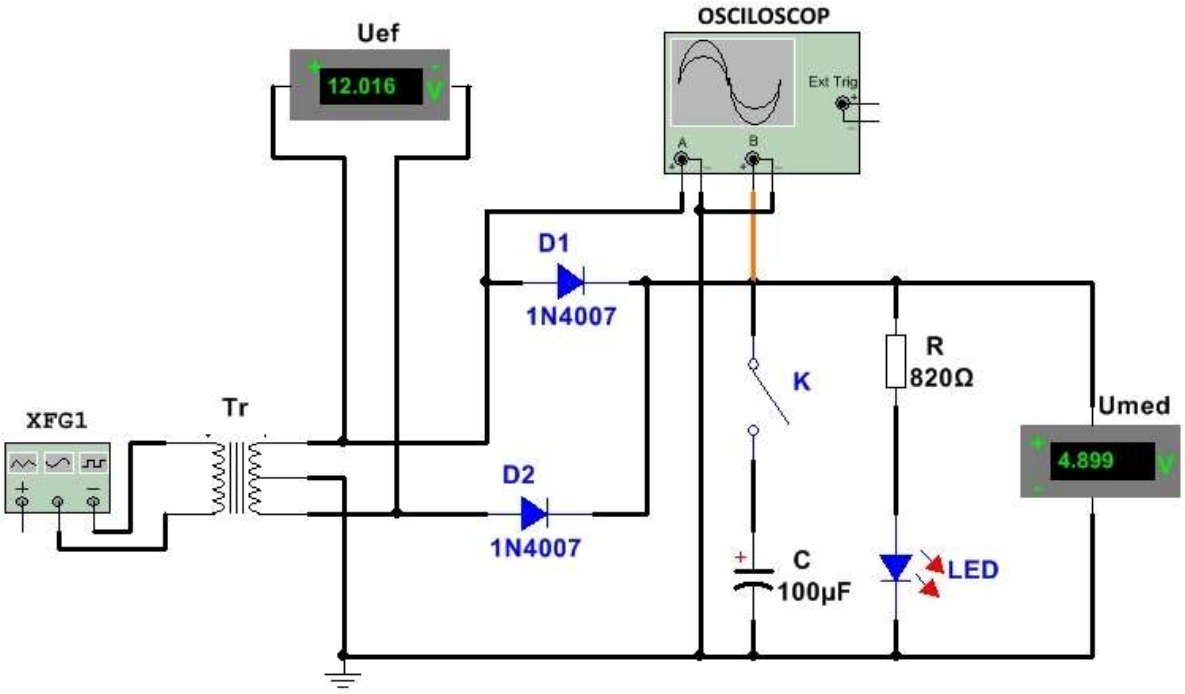

Figura 4.11 Schema redresorului dublă-alternanță realizată cu simulatorul
1. Se realizează cu simulatorul schema redresorului dublă-alternanță din **figura 4.11**;